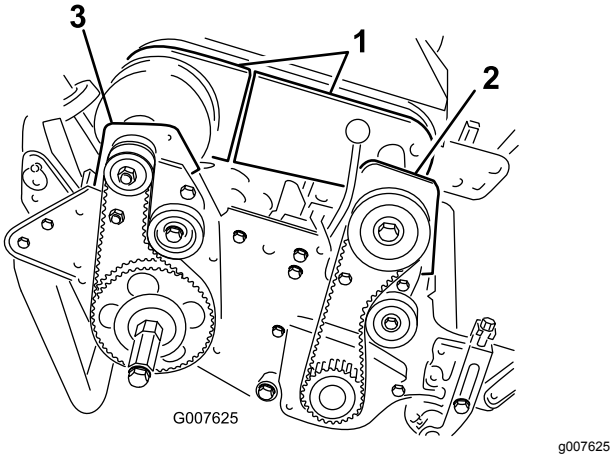

Figur 48
4. Ta bort de skruvar som håller fast den främre och bakre delen av differentialkåpan på differentialhuset, och skjut bort kåpdelarna så att remmen blir synlig (Figur 48).
6. Ta bort de två skruvar och de två låsmuttrar som håller fast det främre kopplingshuset på sidoplåten (Figur 48).
8. Ta bort de två skruvar och låsmuttrar som håller fast det högra lagerhuset på sidoplåten (Figur 48).